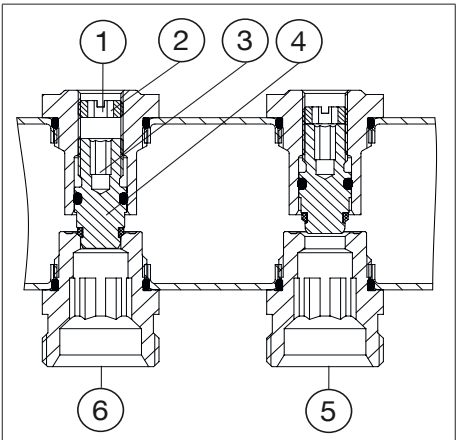

Abb. 3: Aufbau Reguliereinsatz
2. Öffnen Sie die Ventilspindel (siehe Abb. 3 auf Seite 8 (4)), durch Drehungen gegen den Uhrzeigersinn, entsprechend dem berechneten Voreinstellwert. (Beispiel: Voreinstellung 2,5 = 2,5 Umdrehungen)